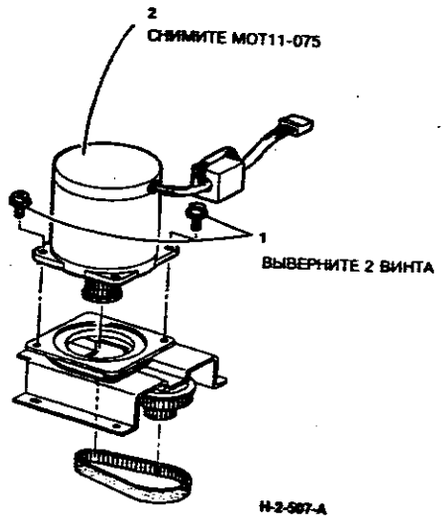

**Рисунок 2. Снятие двигателя привода ячеек (MOT11-075)**
3. (Рисунок 2) Снимите двигатель привода ячеек (MOT11-075).